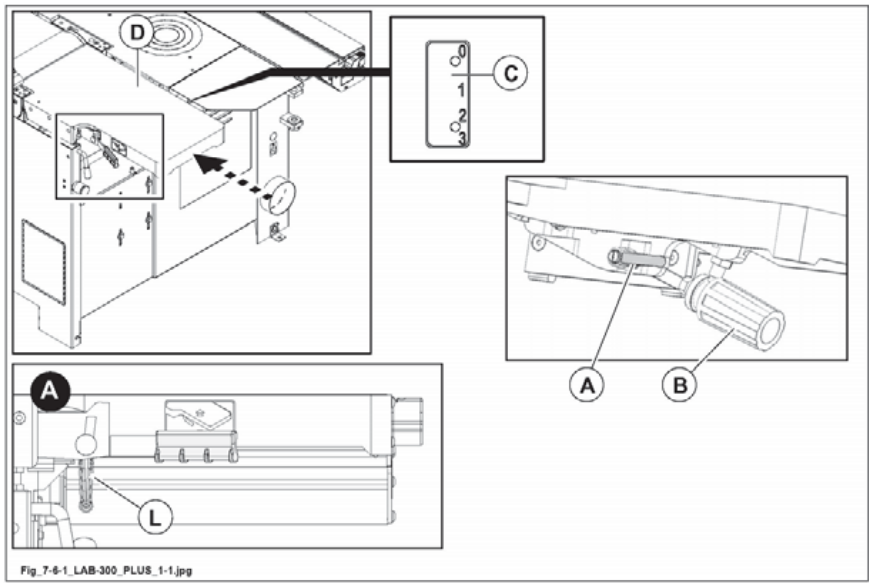

Abb. 7.6-1
- Den Hebel (L Abb. 7.6-1) wie in der Abbildung (A) gezeigt lockern.
- Die Blockierung (A Abb. 7.6-1) lösen.
- Auf den Hebel (B Abb. 7.6-1) einwirken zur Einstellung des Tisches (D Abb. 7.6-1) für die gewünschte Abtragung: Versetzung auf dem Schild (C Abb. 7.6-1) ablesen.
- Nach der Regulierung Hebel (A Abb. 7.6-1) anziehen.
- **Nach der Regulierung Hebel (L Abb. 7.6-1) anziehen.**